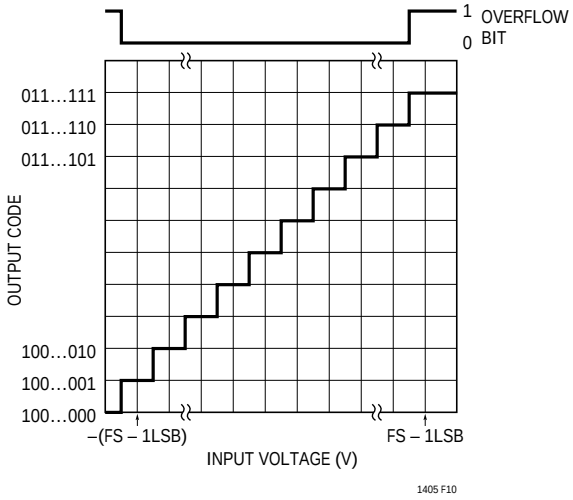

Figure 10. LTC1405 Transfer Characteristics
Figure 10 shows the ideal input/output characteristics for the LTC1405. The output data is two's complement binary for all input ranges and for both single and dual supply operation. One LSB = V_{REF}/4.096. To create a straight binary output, invert the MSB (D11). The overflow bit (OF) indicates when the analog input is outside the input range of the converter. OF is high when the output code is 1000 0000 0000 or 0111 1111 1111.